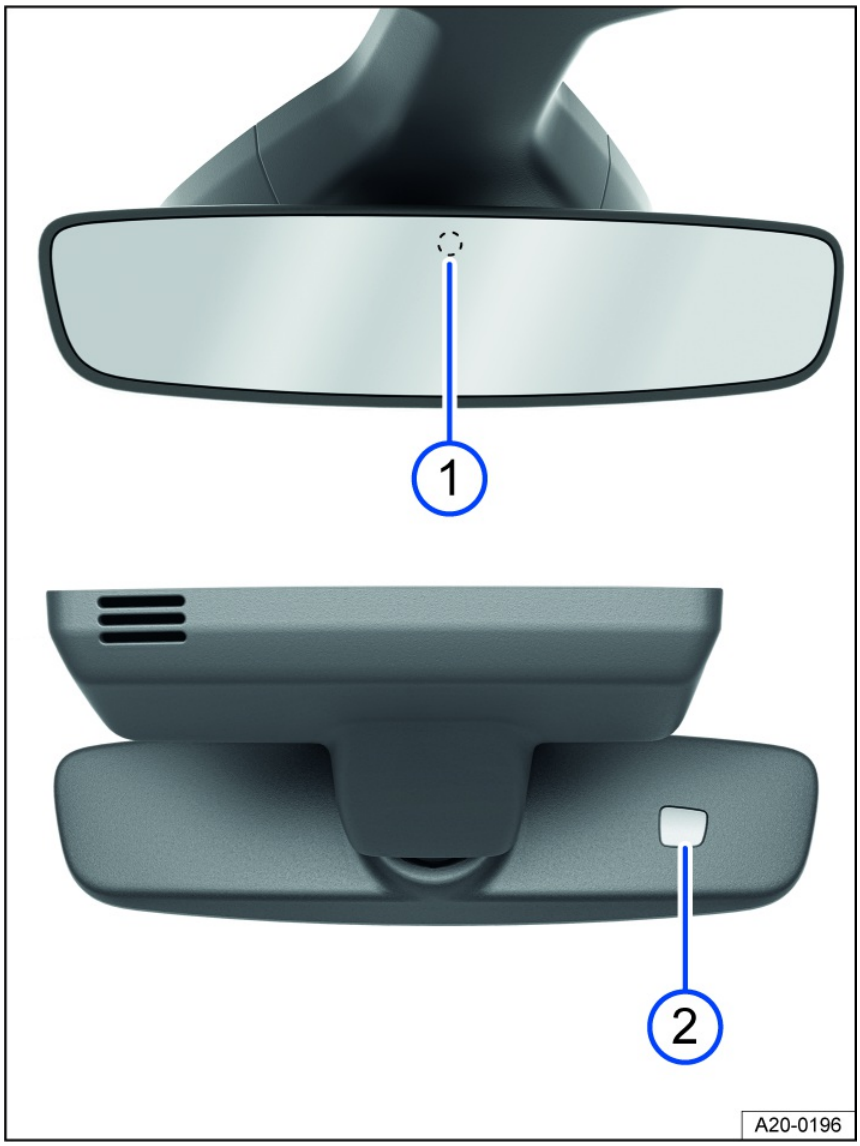

Fig. 78 On the windshield: automatic dimming interior rearview mirror.
When the ignition is on, the sensors measure the amount of light entering from the rear *fig. 78* (1) and from the front (2).